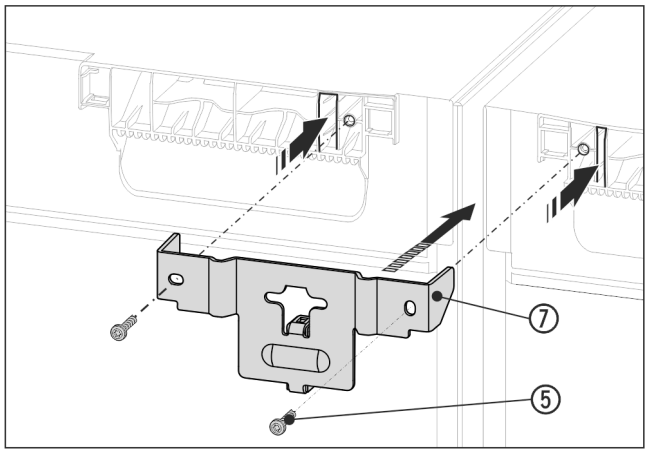

Fig. 16 Reprezentare exemplificativă
▶ Împingeți vinclul *Fig. 16 (7)* cu piesa de distanțare între aparate și împingeți-l cu lamelele în planșeul aparatului. Strângeți ferm cu 2 șuruburi *Fig. 16 (5)*.